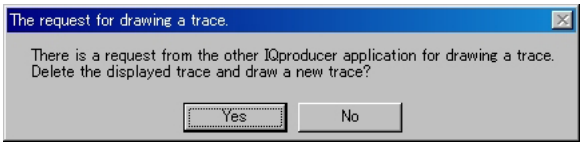

Figure 3.2.4-4 Confirmation message
2. Select **[FFT]** from the **[Simulation]** menu or click the tool button. The confirmation message shown in Figure 3.2.4-4 below appears: